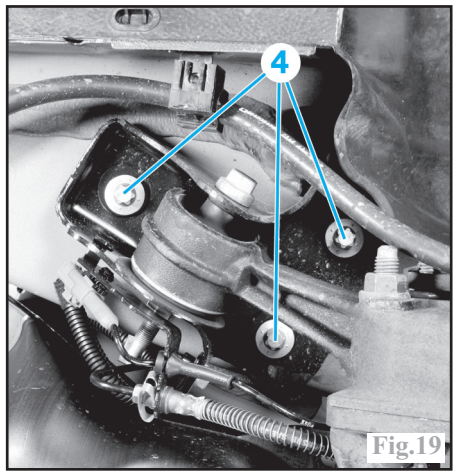

Fig.19
Déposer les vis de fixation (4) des paliers sous la caisse (Fig.19).
Dans cette position, reposer et serrer les vis de fixation (4) des paliers au couple prescrit (Fig.19).